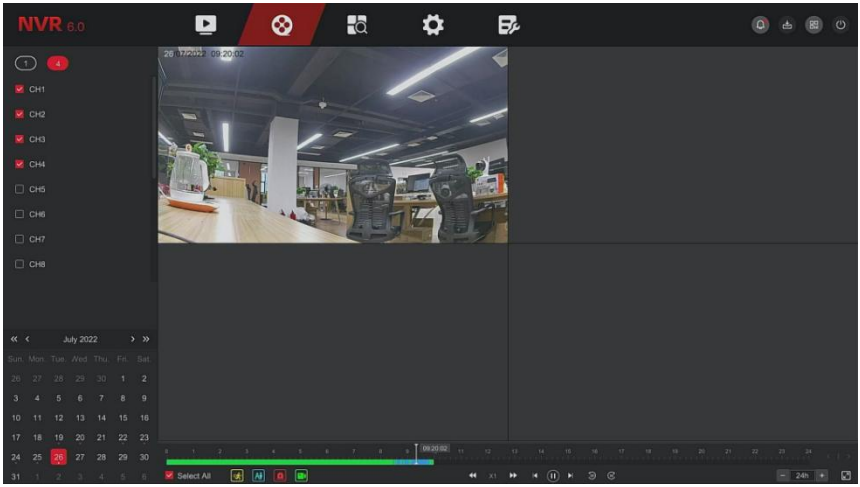

Figure 5-10
2.Click " ", the display interface starts multi-channel synchronous playback video, as shown in Figure 5-10 below.
- The interface shown in Figure 5-10 is for reference only. Different modelshave different maximum number of channels for simultaneous playback and different functions. Please refer to the actual interface.